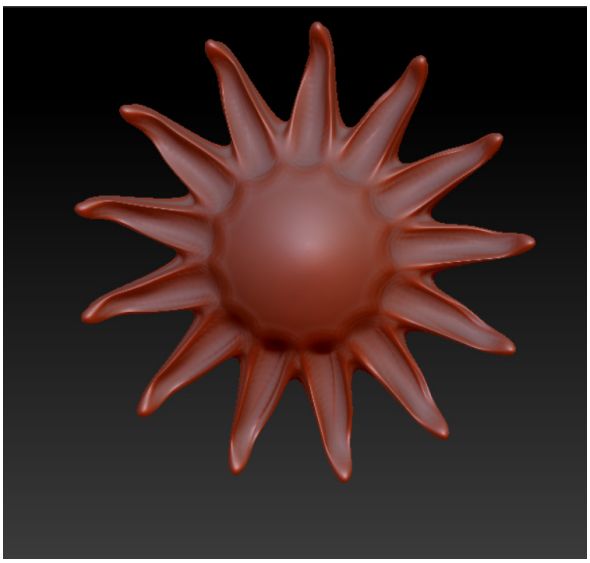
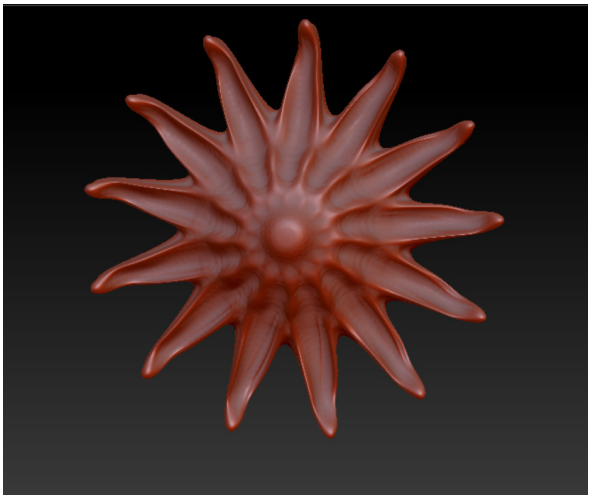

Figure 3-145 *Dragging the cursor twice in outward direction to form a shape*
Figure 3-146 *Dragging the cursor twice in inward direction to form a shape*
4. Press and hold the left mouse button and then drag the cursor twice in the outward direction to form a shape shown in Figure 3-145. Next, press and hold the left mouse button and drag inward twice to form a shape, as shown in Figure 3-146.